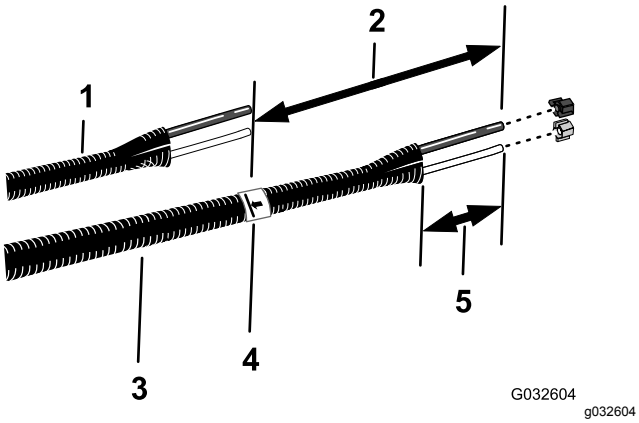

Figur 27
6. Rikta in de gamla vätske- och luftrören (Figur 27) mot det nya rörsystemet (Toro-artikelnr 114-9553).
8. På det nya rörsystemet lägger du till 26 cm längd från märket som du gjorde i steg 7, markerar rörsystemet och kapar rören vid den andra (längre) markeringen (Figur 27).
10. Ta bort 77 till 102 mm av hylsan från varje ände av rörsystemet (Figur 27).